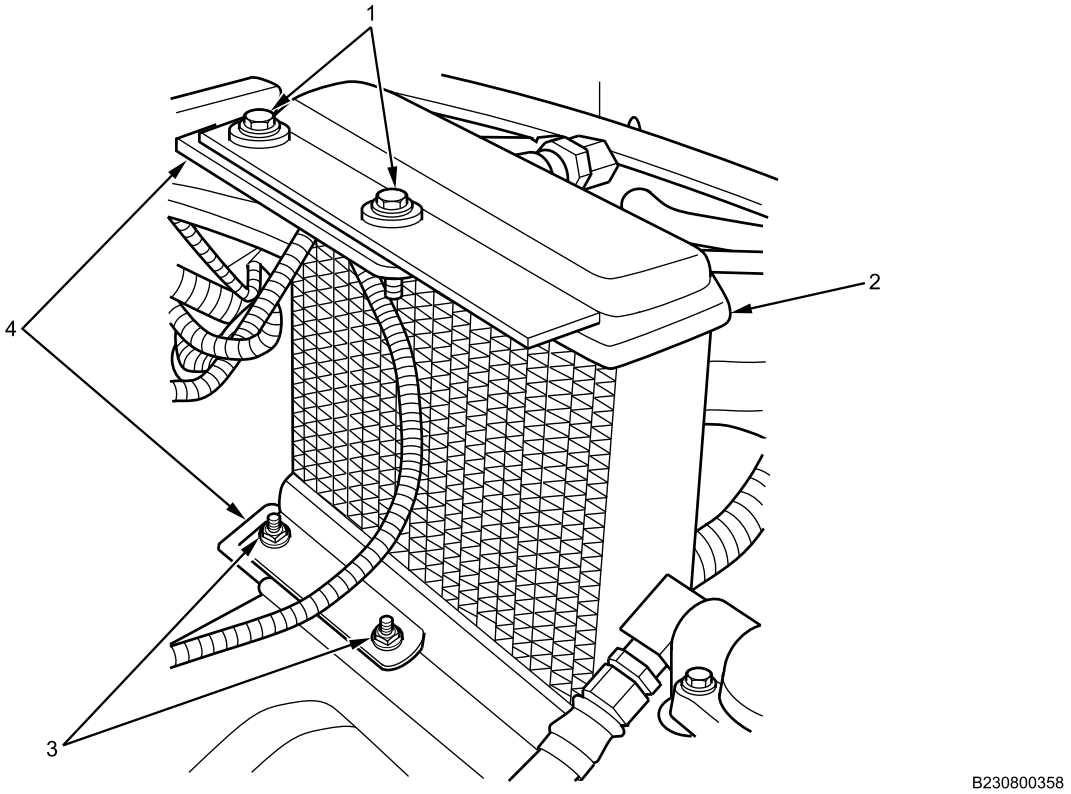

Figure 5. Transfer Case Oil Cooler Mounting.
1. Install transfer case oil cooler (Figure 5, Item 2) on bracket (Figure 5, Item 4).
2. Install two lower bolts and nuts (Figure 5, Item 3) on transfer case oil cooler bracket (Figure 5, Item 4) and tighten securely.
3. Install two upper bolts (Figure 5, Item 1) and nuts on transfer case oil cooler bracket (Figure 5, Item 4) and tighten securely.